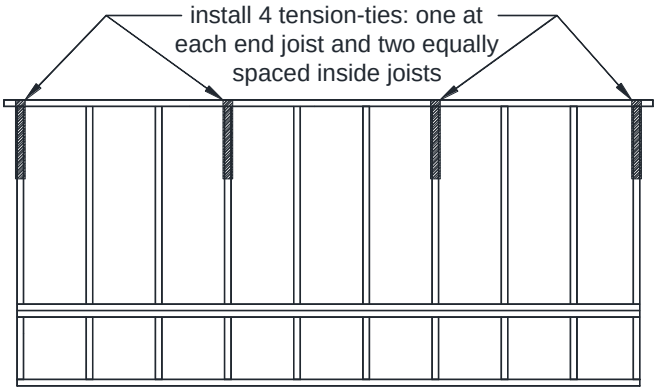

FIGURE 28: METHOD 1 - TENSION TIE LOCATIONS
- Install one tension-tie at each end joist and install the remaining two to inside joists equally spaced along the width of the deck as shown in FIGURE 28. A set of tension-ties shall be installed for each structurally independent section of deck.